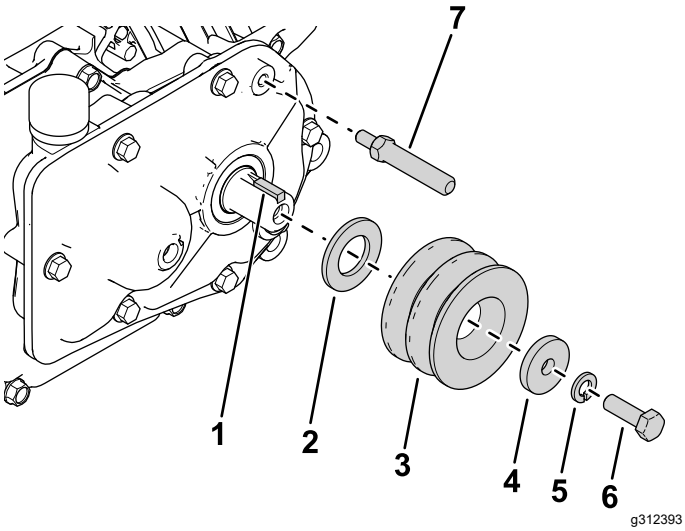

Figura 2
2. Montate la chiave quadrata sull'albero di uscita (Figura 2).
bloccaggio e il bullone (5/16" x 1"), come illustrato nella Figura 2.
4. Montate l'albero di articolazione della trazione sulla scatola ingranaggi (Figura 2).